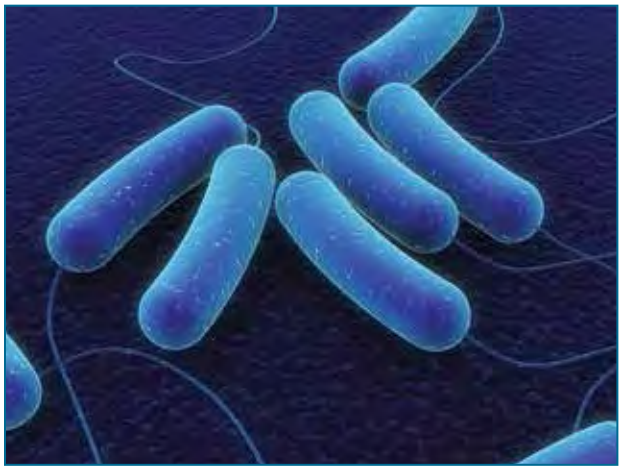

Figure 46. Bacteria such as *E. coli* can compromise human health and can indicate that other contaminants may also be present in groundwater.
- Bacteria such as *E. coli* 0157:H7 (Fig. 46), *Salmonella, Campylobacter, Pseudomonas, Helicobacter, Aeromonas, Vibrio cholerae,* and *Shigella*